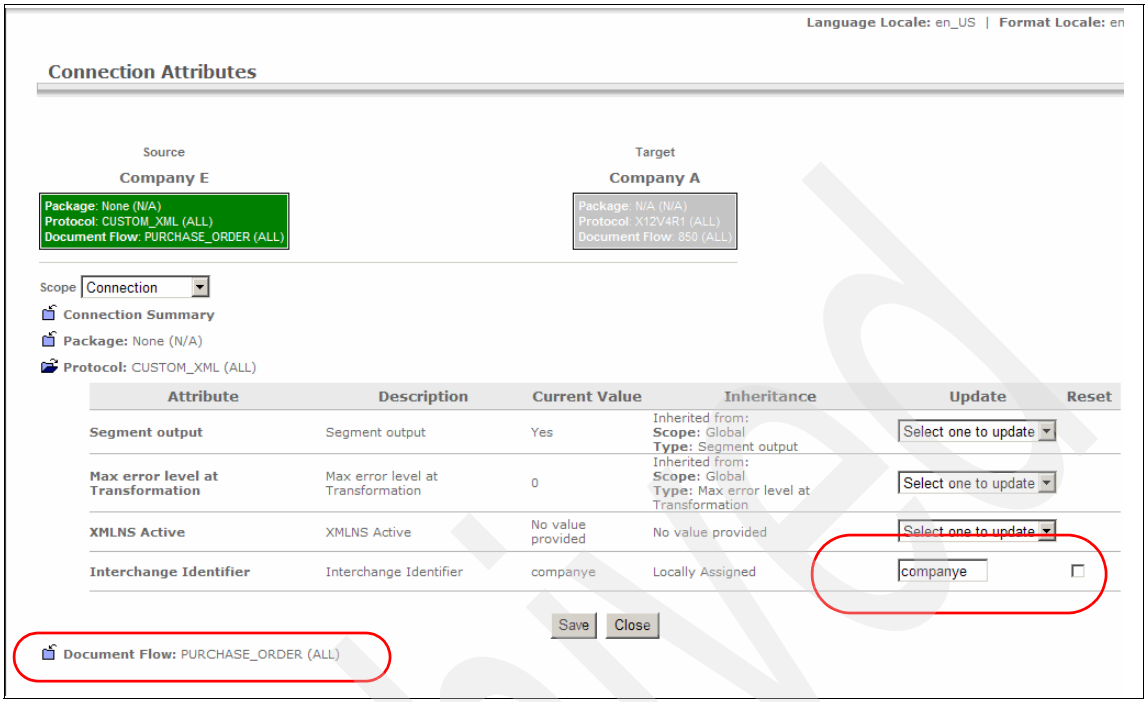

Figure 19-34 Setting the Attribute Interchange identifier at the Protocol level
6. This leads us to the Attributes page for the protocol **CUSTOM_XML**. For the attribute Interchange Identifier, enter the value as `companye`, as shown in Figure 19-34 on page 663.
7. Select **Save** to save the configuration. Select the **folder** icon next to Document flow **PURCHASE_ORDER** to set the attribute Validation Map (see Figure 19-34).